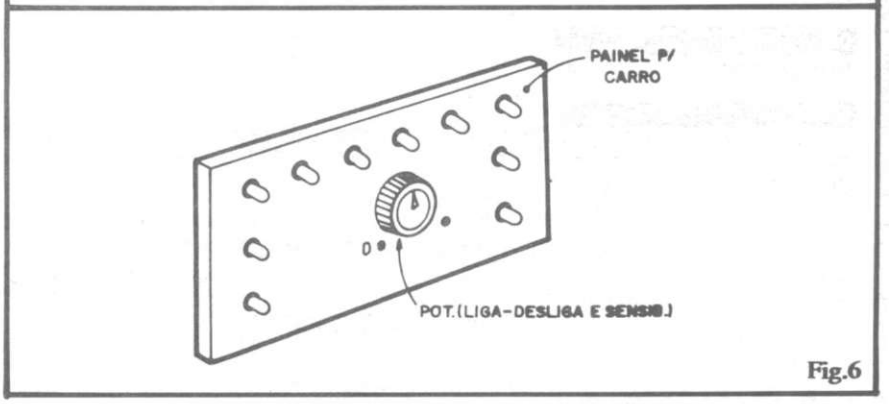

Fig.6
- FIG. 6 - Sugestão para uso da LURIT-10 em carro. Usando um "espelho" plástico tipo "tapa-buraco", específico para carro (encontrável em casas especializadas em som de veículos...) o Leitor/Hobbysta poderá dar um acabamento automotivo elegante e prático para a LURIT-10! Normalmente, tais painéis são "cegos" (sem furos), porém o material plástico é de facílima usinagem, podendo ser furado até com a ponta do ferro de soldar (dando-se um acabamento posterior aos furos, com uma lima redonda ou qualquer outra ferramenta simples...). O potenciômetro pode ser instalado em posição central, enquanto que o conjunto de 10 LEDs pode ser distribuído de acordo com o gosto de cada um (a configuração mostrada é apenas **uma** das possibilidades). No caso de um arranjo **estéreo** (com **dois** LURITs...) uma das "barras" de 10 LEDs pode ficar acima do potenciômetro, e a outra em baixo, eventualmente até usando-se LEDs vermelhos em uma delas e verdes em outra, para destacar a separação visual dos canais e seus efeitos rítmicos...